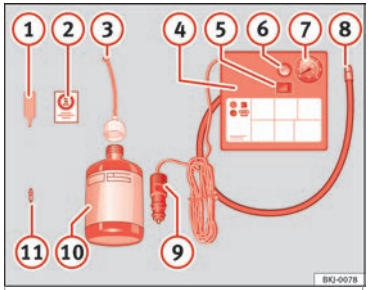

Rys. 74 Widok standardowy: elementy zestawu do naprawy uszkodzonych opon.
- Odkręcić nasadkę zaworu opony. Za pomocą narzędzia ››› **rys. 74** ① należy wyjąć wentyl. Umieścić wentyl na czystej powierzchni.
- Mocno potrząsnąć pojemnikiem z uszczelniaczem ››› **rys. 74** (10).
- Nakręcić rurkę zespołu napełniającego ››› **rys. 74** (3) na pojemnik uszczelniacza. Plomba pojemnika zostanie automatycznie zerwana.
- Zdjąć zamknięcie z rurki wlewu ››› **rys. 74** (3) i nakręcić jej otwarty koniec na zawór opony.
- Założyć wentyl z powrotem za pomocą narzędzia ››› **rys. 74** (1).
- Nakręcić końcówkę kompresora ››› **rys. 74** (8) na zawór opony.
- Sprawdzić, czy zakręcona jest śruba upustowa ››› **rys. 74** (6).
- Podłączyć złączkę ››› **rys. 74** (9) do gniazda 12-woltowego w samochodzie ››› **strona 168**.
- Włączyć kompresor przełącznikiem ON/OFF ››› **rys. 74** (5).